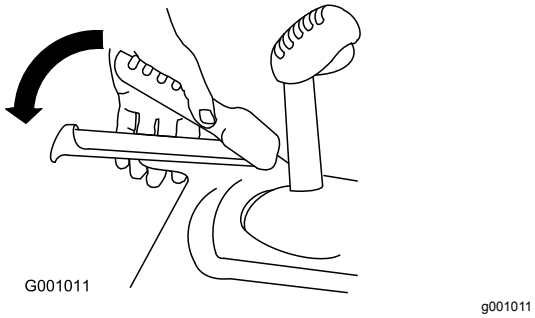

Rysunek 10
3. Przyciśnij lewą dźwignię (trakcji) do uchwytu (Rysunek 10).
6. Przyciśnij lewą dźwignię (trakcji) do uchwytu (Rysunek 10).